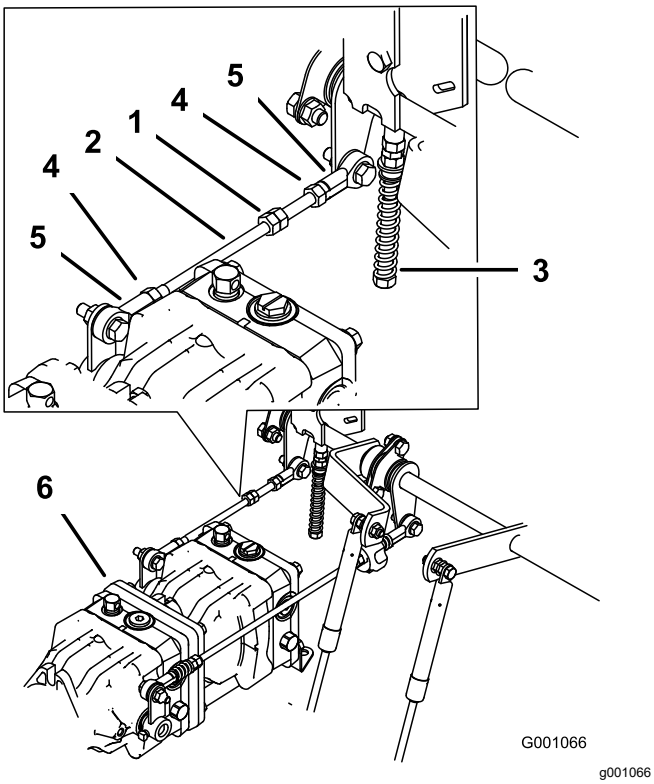

Rysunek 99
1. Odkręć przeciwnakrętki przegubów kulowych na żerdzi sterującej pompy (Rysunek 99).
3. Wyreguluj długość żerdzi pompowej, obracając podwójne nakrętki na żerdzi w odpowiednim kierunku, aż koło będzie nieruchome lub będzie lekko pełzać podczas jazdy do tyłu (Rysunek 99).
6. Dokręć przeciwnakrętki na przegubach kulowych (Rysunek 99).